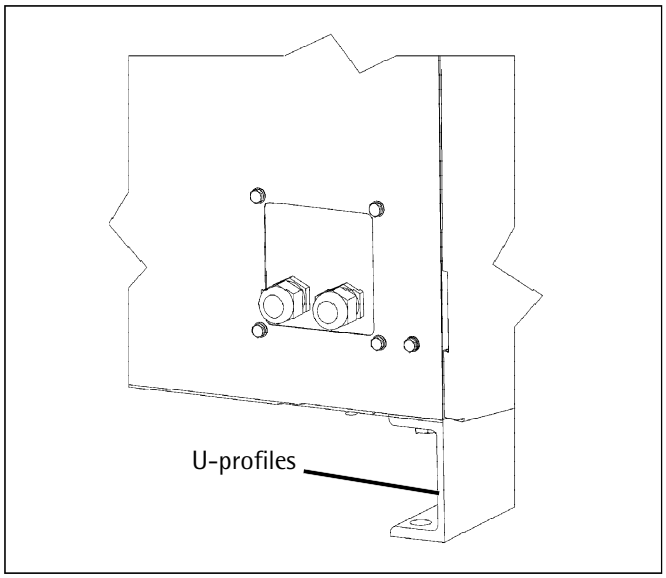

Fig. 9: U-profiles as forklift truck guides at the base of the VACUTAP® AVT
- using a forklift truck to lift the equipment from underneath (see Fig. 9).